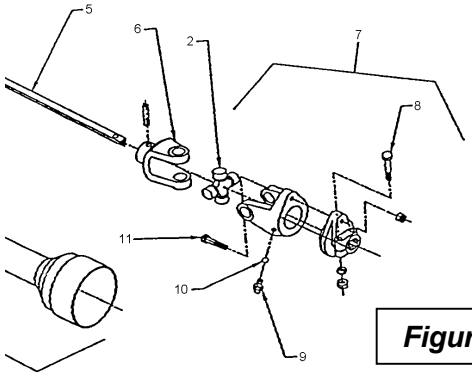

Figure 7
1. Replace the driveline shear bolt (fig. 7, item 11) with a M10 x 60 bolt grade 6.6 (663149) for 6-series and a M12 x 75 bolt grade 8.8 (664570) for 8-series, available at your local dealer.